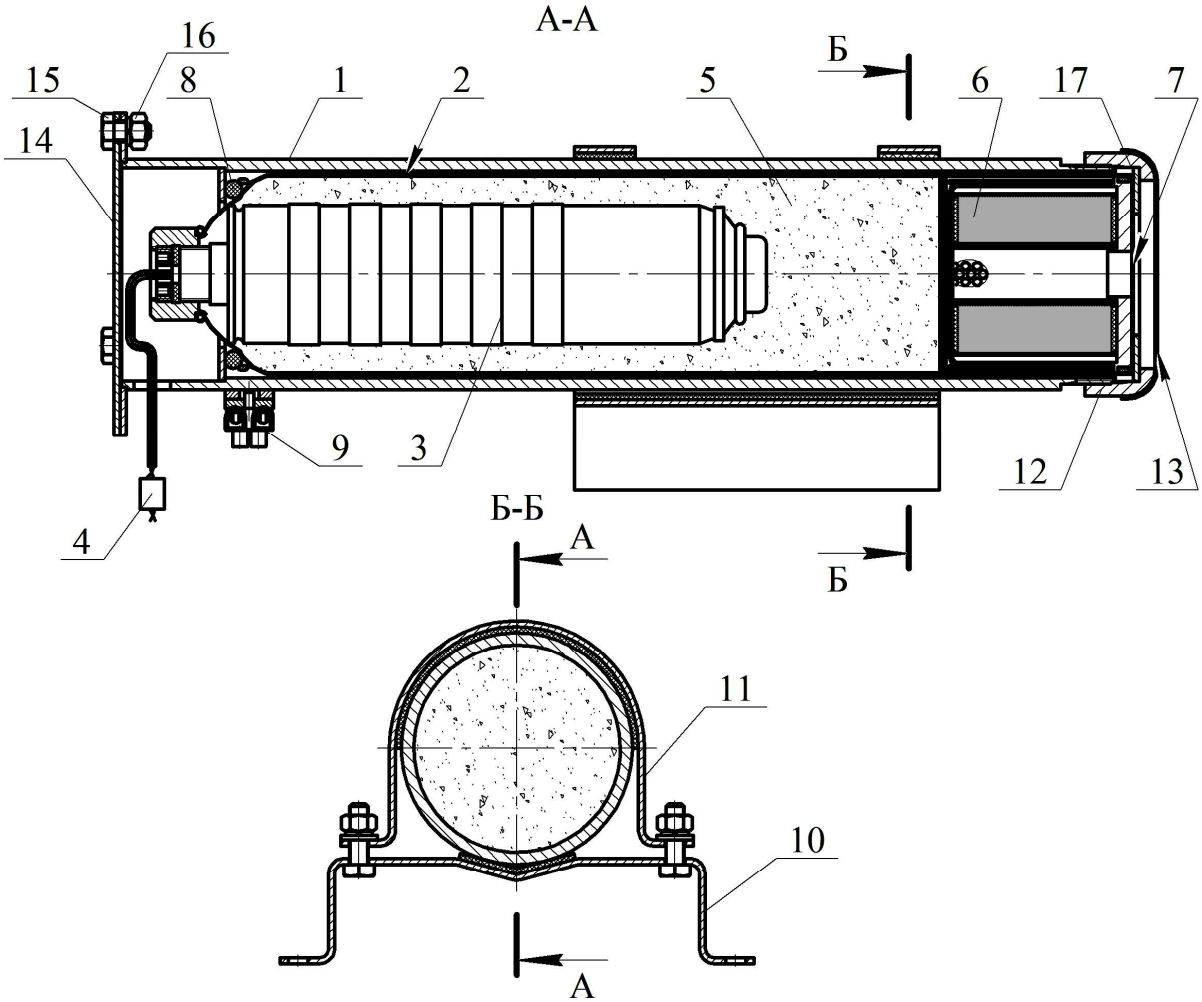

Рисунок 1
4.1.1 ГГПТ (см. рисунок 1) состоит из корпуса **1**, в котором размещен сменный картридж **2**, содержащий газогенерирующий элемент **3** с элементом электропусковым **4**. Свободный объем корпуса картриджа **2** заполнен таблетками охладителя **5**. Для очистки огнетушащего газового вещества от механических примесей в картридже установлен фильтр - сепаратор **6**. Выходное отверстие фильтра-сепаратора заглушено самоклеющейся пленкой ПВХ **7**. Для компенсации воздействия вибрации между картриджем **2** и крышкой корпуса **1** установлено резиновое кольцо **8**. Для соединения пусковой линии с элементом электропусковым **4** на корпусе ГГПТ установлена соединительная коробка (зажим контактный винтовой) **9**. ГГПТ снабжён кронштейном **10**, к которому при помощи двух хомутов **11**
6.1 Извлечь ГГПТ из упаковки, произвести визуальный осмотр целостности корпуса. Снять крышку **12** (см. рисунок 1), свинтив с трех болтов **15** гайки **16**.
6.2 Закрепить кронштейн **10** (см. рисунок 1) на потолке, стене или иной несущей плоскости, расположенной под любым углом относительно поверхности пола. Координаты отверстий в кронштейне, предназначенном для крепления ГГПТ, приведены на рисунке 2.
6.3 Соединить в коробке **9** оголенные концы выводов элемента электропускового **4** с пусковой линией. Установить крышку **14** на корпус 1 и закрепить путем скручивания болтов **15** с гайками **16**. Установить ГГПТ в кронштейне **10** и закрепить хомутом **11** при помощи соединений болт – гайка. ГГПТ допускается устанавливать под любым углом. Снять самоклеющуюся пленку **14** (см. рисунок 1) с гайки **13**.
7.1 Один раз в месяц внешним осмотром проверяется целостность корпуса ГГПТ, надежность соединения проводов элемента электропускового **4** (см. рисунок 1) с проводами цепи запуска ГГПТ в соединительной коробке **9**, а также отсутствие обрывов проводов цепи запуска, внешних повреждений их изоляции и мест соединений. При ослабленной затяжке крепления ГГПТ произвести подтяжку.
- извлечь ГГПТ из кронштейна **10** (см. рисунок 1), скрутив гайки **16** с болтов **15**, снять с ГГПТ крышку **14**, отсоединить пусковой кабель и перенести генератор в комнату сборки;